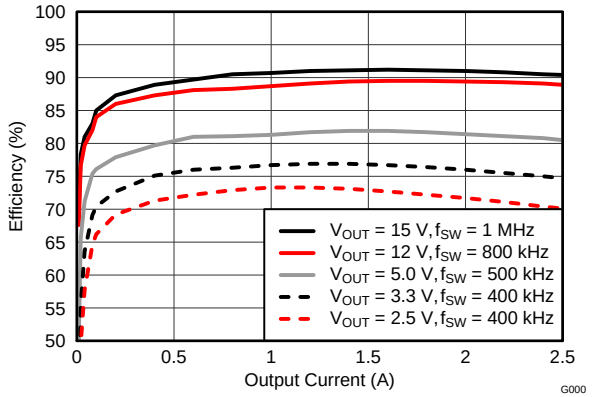
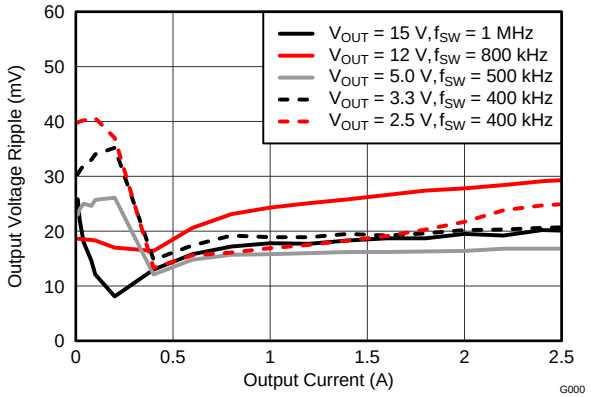
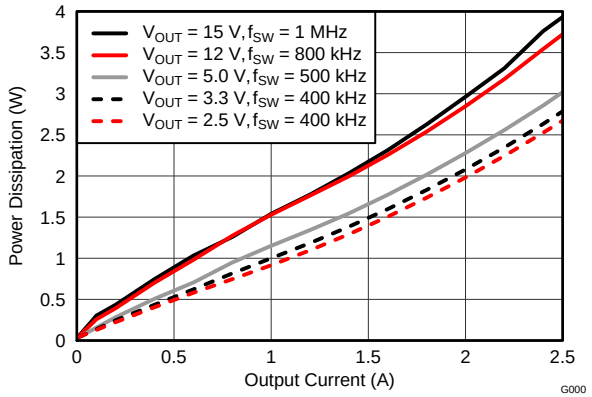

Figure 13. Efficiency vs. Output Current
Figure 14. Voltage Ripple vs. Output Current
Figure 15. Power Dissipation vs. Output Current
(1) The electrical characteristic data has been developed from actual products tested at 25°C. This data is considered typical for the converter. Applies to Figure 13, Figure 14, and Figure 15.
(2) At light load the output voltage ripple may increase due to pulse skipping. See Light-Load Behavior for more information. Applies to Figure 14.